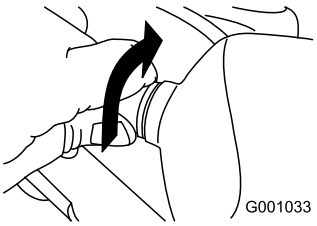

Figur 56
2. Vrid lampsockeln motsols tills det tar stopp (Figur 56).